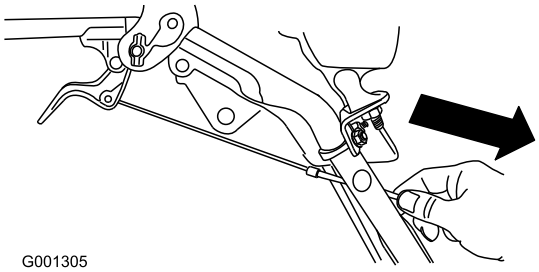

Figur 8
4. Dra försiktigt ned kabelhöljet tills hjulkopplingsspaken dras ned och kabeln inte längre är slak, dra sedan åt muttern på kabelklämman ordentligt (Figur 8).